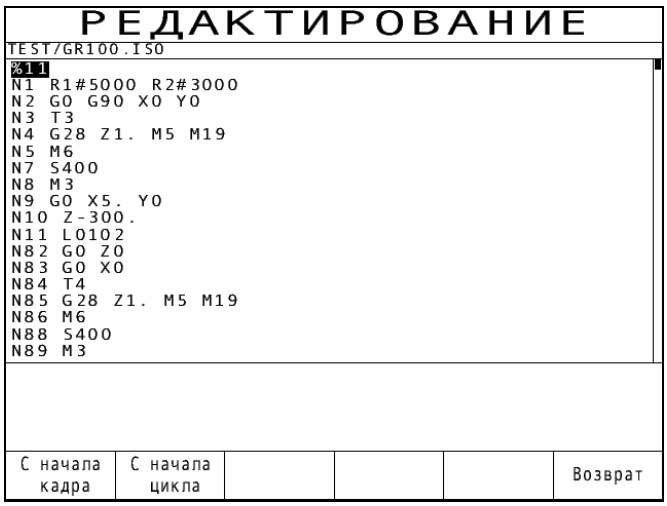

Рис. 5.5
4) нажать клавишу F4 ("С кадра останова"), на экране индицируется меню рис. 5.5;
3) нажать одновременно клавиши CTRL и F2 ("Диалог/Ввод цикла"). После индикации списка G-функций (рис. 5.5) установить маркер на строку "G73";